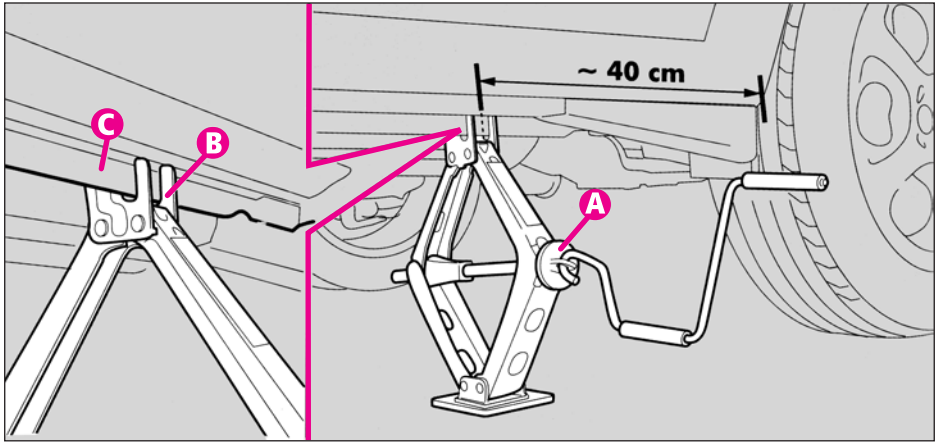

fig. 6
-cu ajutorul manivelei (**A-fig. 6**) ridicați cricul până când suportul (**B**) din partea să superioară se fixează corect pe caroserie (**C**) la aprox. 40 cm de pasajul roții.